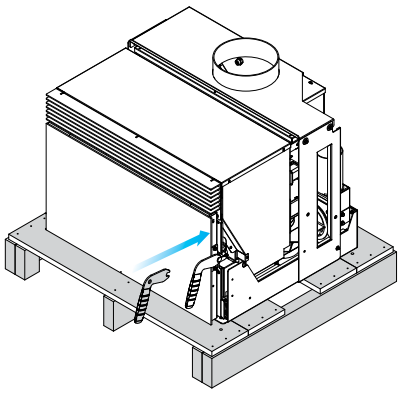

Abb. 6.1.0
2) Setzen Sie den mitgelieferten Griff auf den Türschließhebel (Abb. 6.1.0) des gelieferten, noch an der Palette befestigten Gerätes auf.